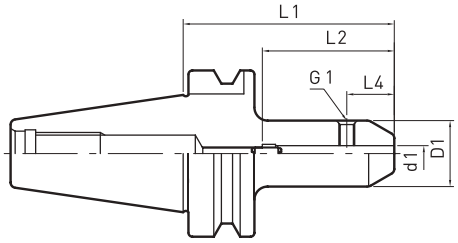

Fig1
• Fig 1의 경우 전용 Draw Bolt가 사용됩니다.
• Fig 1 to be used special Draw Bolt